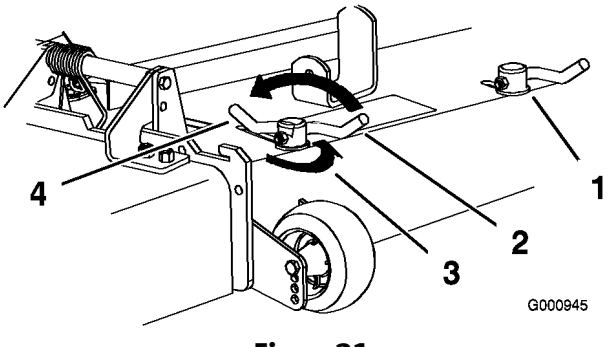

Figur 21
3. Justera kamlåsen genom att svänga upp spaken för att lossa kamlåset (Figur 21).
5. Sväng tillbaka spaken för att dra åt skärmen och kamlåsen (Figur 21).